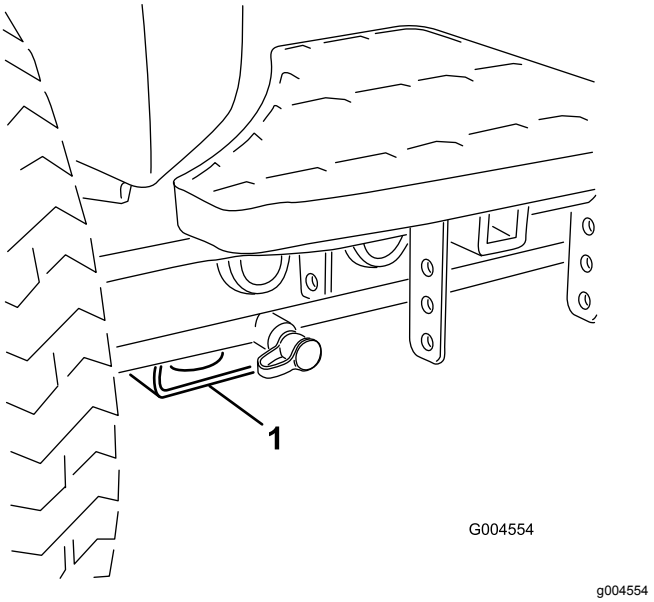

Figur 38
- For – rektangulær plade, under akselrøret, indvendigt i forhold til hvert fordæk (Figur 38).